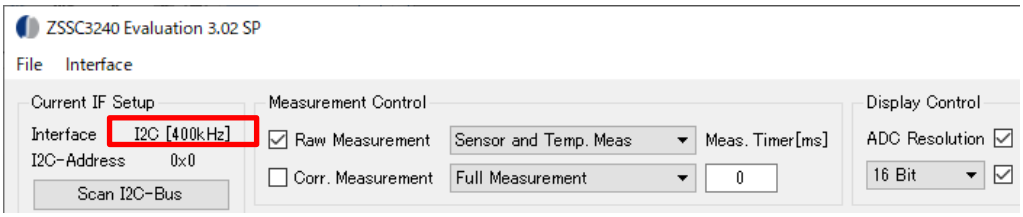

Figure 72. Current IF Setup Interface
2. If the Interface display does not change to **I2C [400 kHz]** as shown in Figure 72, select **I2C** from the **Interface** menu again.